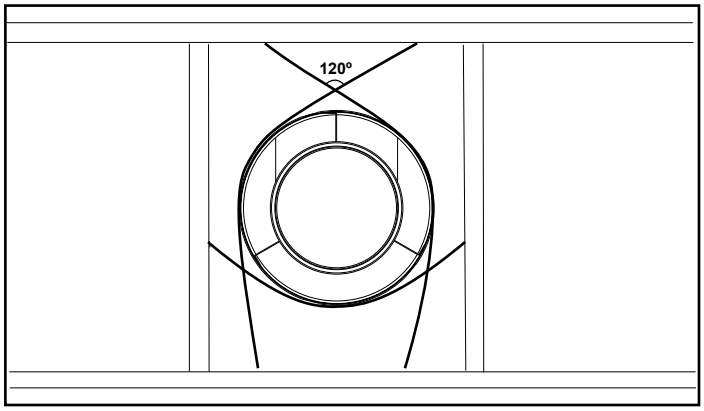

Figure 7.5 - Securing Vertical Pipe Sections
- Vent supports or plumbers strap (spaced 120º apart) may be used to support vent sections. See Figures 7.5 and 7.6.